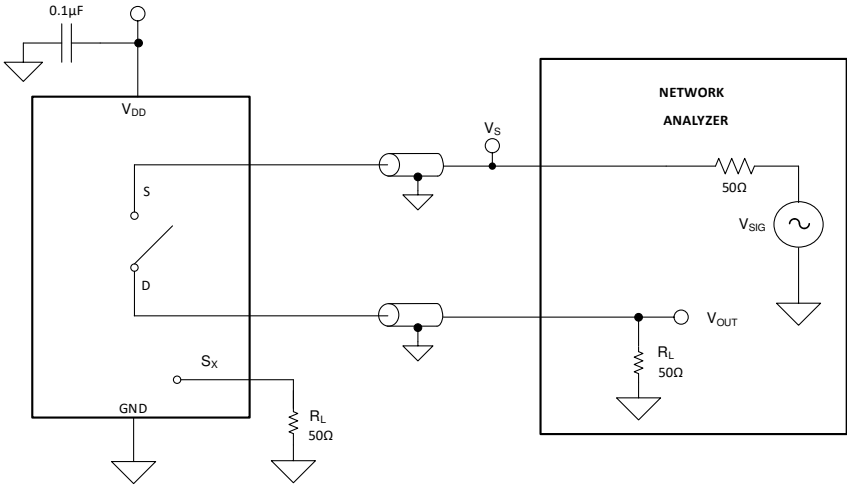

Figure 14. Off Isolation Measurement Setup
Off isolation is defined as the ratio of the signal at the drain pin (D) of the device when a signal is applied to the source pin (Sx) of an off-channel. Figure 14 shows the setup used to measure, and the equation used to calculate off isolation.